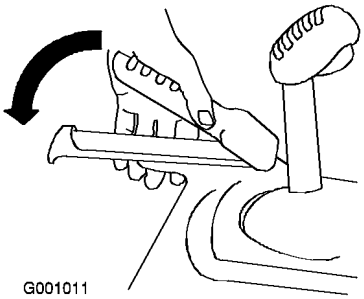

Figura 28
1. Per innestare la trasmissione premete la leva sinistra (trasmissione) contro l'impugnatura (Figura 28).